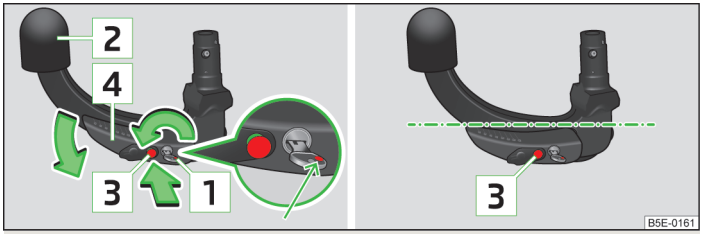

Fig. 138 **Setting the ready position/ready position**
› Turn the key 1 so that its red marking is visible » Fig. 138.